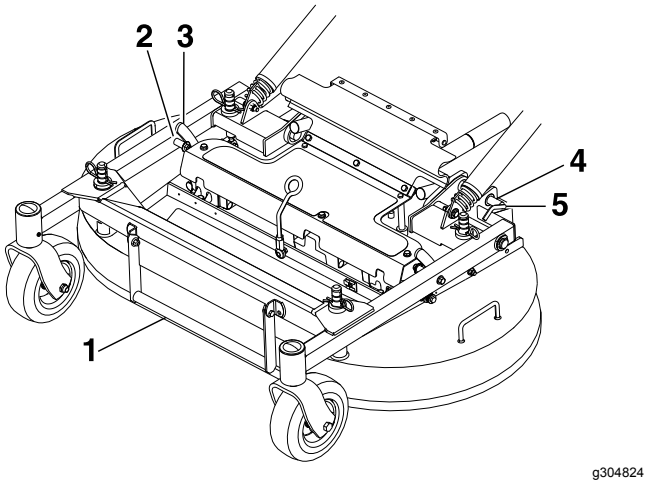

Figur 8
3. Lossa klippdäckets låssprintar på respektive sida (Figur 8).
2. Tryck in däckets låssprintar och vrid dem framåt för att säkert spärra klippdäcket i nedsänkt läge (Figur 8).